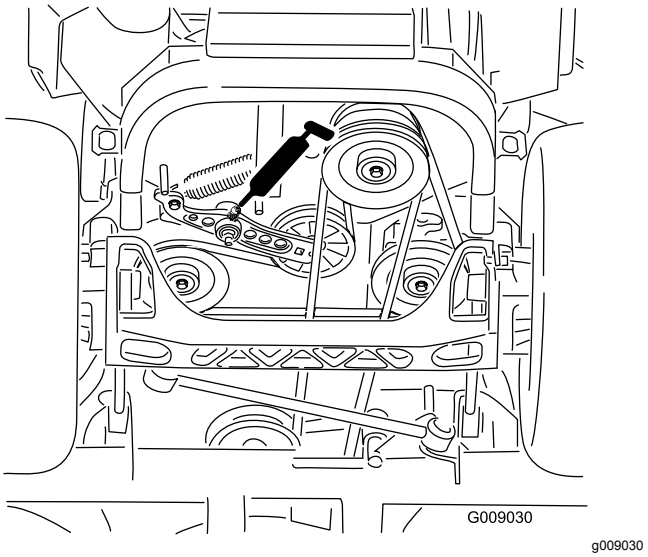

Figuur 49
6. Smeer de arm van de spanpoelie van de aandrijfriem (Figuur 49).